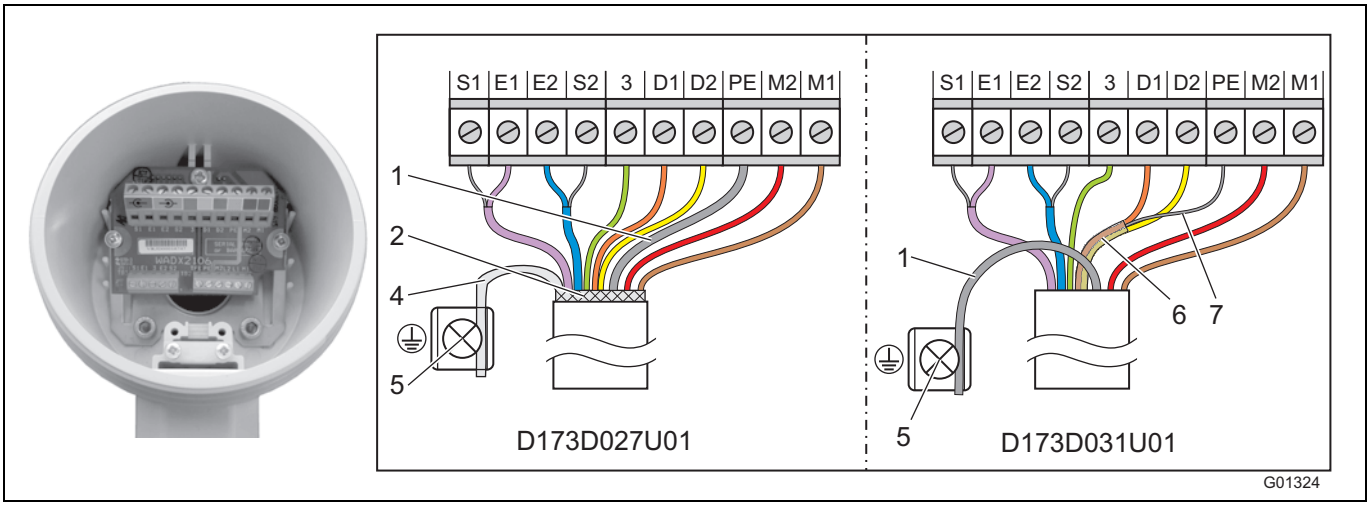

Fig. 34
Confeccionar a ponta do cabo do lado do sensor de medição tal como representado em Fig. 34.
- Ligar todos os outros fios tal como representado em Fig. 34.